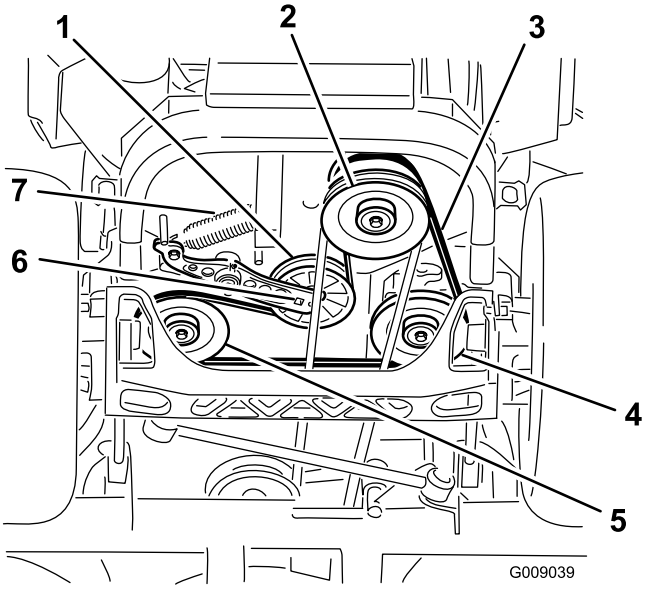

**Figure 75**
4. Raise the machine and support it with jack stands (Figure 75).
5. Use a ratchet in the square hole in the idler arm to remove the idler spring (Figure 75).
6. Unhook the idler spring from the frame (Figure 75).
9. Using a ratchet in the square hole in the idler arm, install the idler spring to the frame (Figure 75).